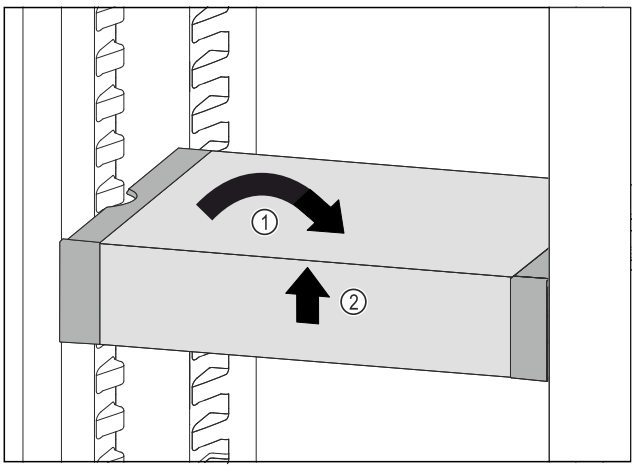

Fig. 207
▶ VarioSafe recht zetten. *Fig. 207 (1)*
▶ VarioSafe aan voorkant optillen. *Fig. 207 (2)*